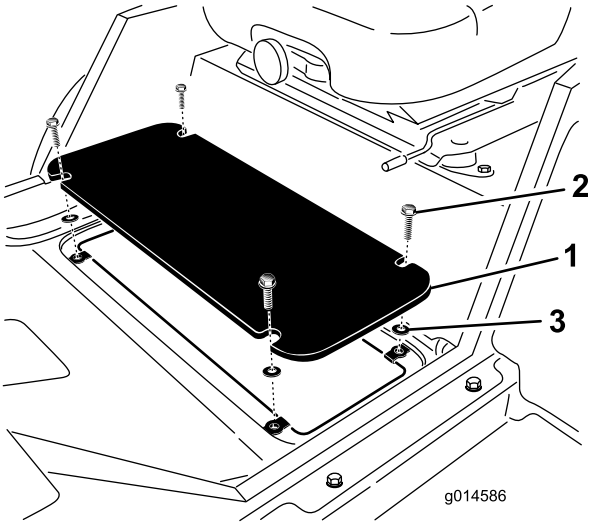

Figuur 7
1. Verwijder de (4) bouten waarmee de bodemplaat aan het frame is bevestigd (Figuur 7).